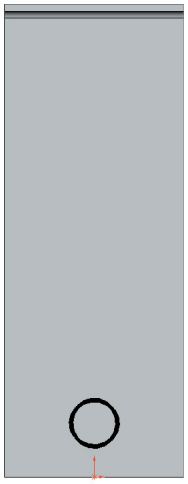

Fig. 7
Step 4. Draw circle for hole, **Fig. 7**.